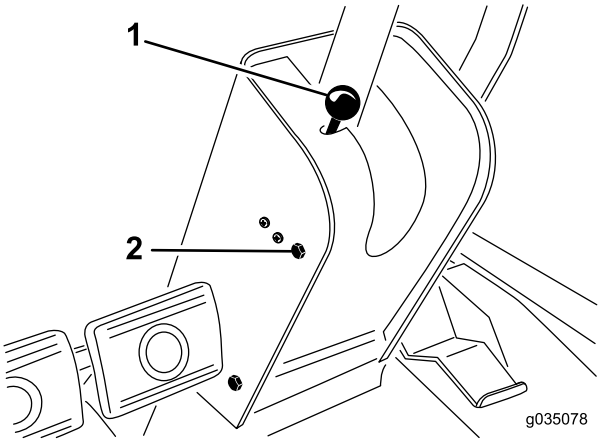

Figur 32
1. Ta knotten av parkeringsbremsen, og ta av skruene fra rattstammedekselet (Figur 32).